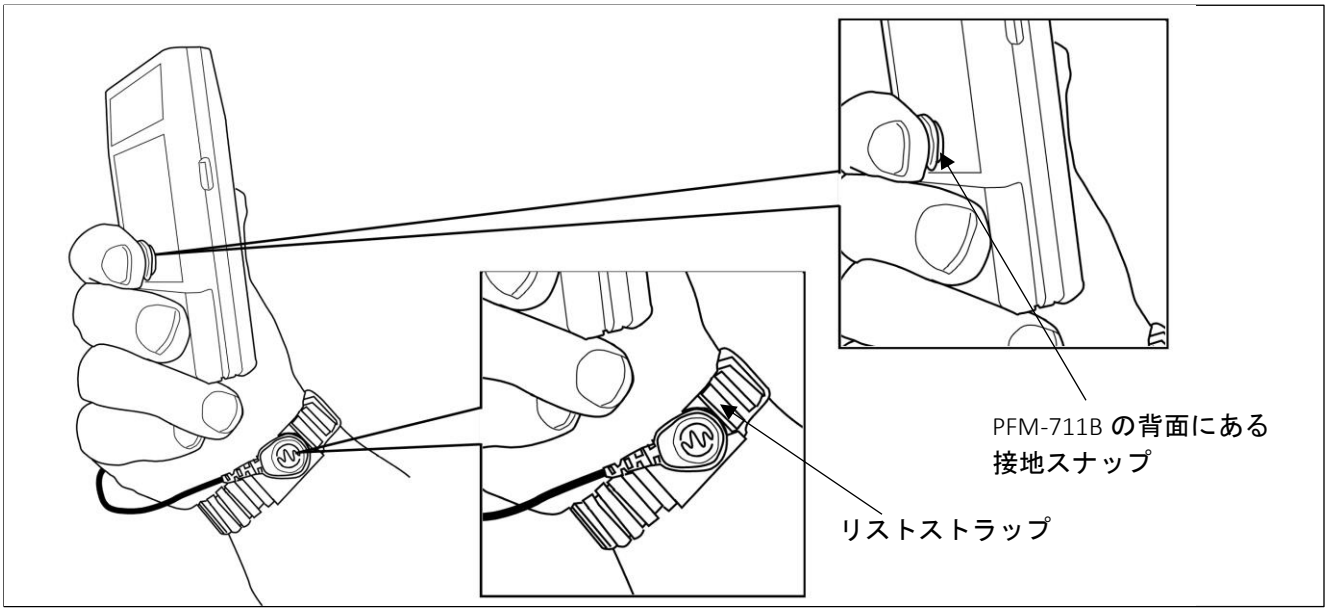

図 3. PFM-711B を使用するために適切に接地された使用者
1. 使用者の指が背面にある接地スナップに接触した状態で（図 3）、緑色の **RANGE** ボタンを押して kV /インチの範囲を選択します。**kV /インチ**の LED が点灯します。